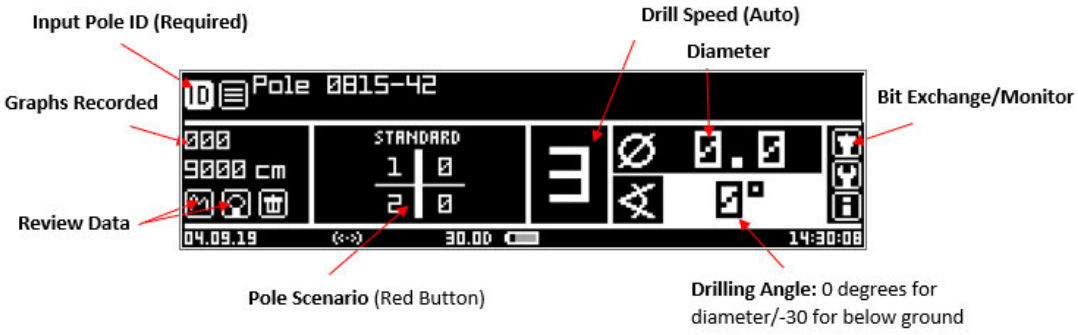

Figure 3 – Meter Display
2.2.2 Next, press the red button to choose your pole scenario. This setting is found on the left center of the screen and is depicted as a cross (Ref. Figure 3).
2.2.3 Each drill sample throughout a testing sequence requires the tool to be held at a specific angle. The drill must be within 3 degrees of the required angle for the unit to operate. The drilling angle can be found on the right side of the screen (Ref. Figure 3).
2.3.3 A graph will begin to display on the screen as it drills through the pole. The drill test will complete when the drill bit exits the backside of the pole (about an inch). This will indicate on the graph as a flatline. When the drill bit stops, tap the red button to begin retracting it back into the tool. The screen will display the measured diameter in the top right of the screen (Ref. Figure 3).
2.5.4 The memory remaining within the unit can be found in the lower right of the display screen (Ref. Figure 3, shown as 9,000 cm in figure). This number will reduce as more drilling samples are taken. It is good practice to export the data on to a computer (Ref. Section 4) and clear the memory within the unit to start each day of testing with max storage space.
3.1.1 Select the bit icon on the top right from the home screen (Figure 3). Then from the Drilling Needle menu (Ref. Figure 4), select the double arrow icon to open another menu that enables manual control of the drill bit telescope.